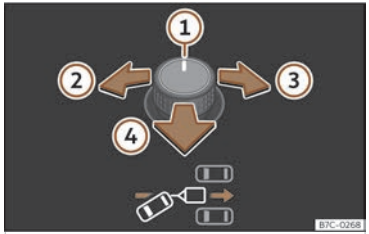
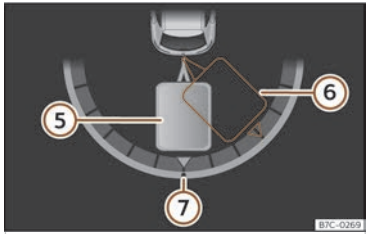

Abb. 145 Drehknopf für die Außenspiegel: Ausrichtung des Anhängers einstellen.
Abb. 146 Bildschirm des Kombi-Instruments: Rückwärtsfahren.
Legende zu ››› **(Abb. 145)** , ››› **(Abb. 146)**:
- Drehknopf kippen, bis die gewünschte Richtung erreicht ist ››› **(Abb. 145)**. Am Bildschirm des Kombi-Instruments erscheint zur Orientierung eine Darstellung des Gespanns in der aktuellen Position ››› **(Abb. 146)**.